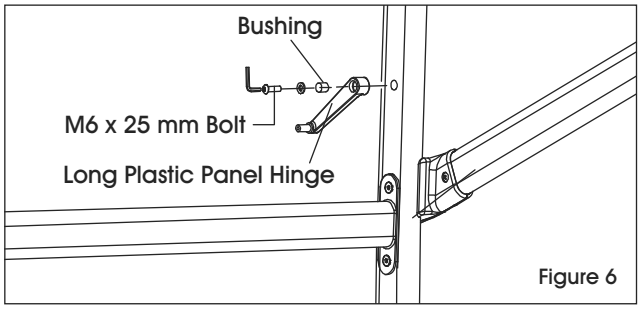

Figure 6
8. Use one M6 x 25 mm bolt (10), one washer (14) and one bushing (15) to connect one long plastic panel hinge (8) to the middle of the leg on the same side of the attached small plastic panel bracket. (See Figure 6)